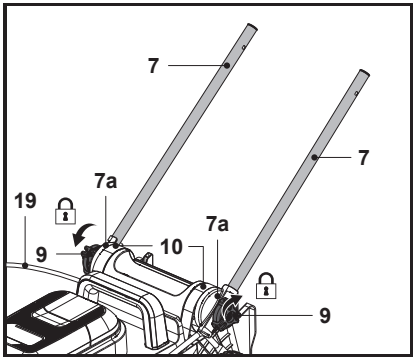

Fig. 2
3. Aligner la plaque de réglage (7a) sur le support de guidon (10), puis fixer le guidon inférieur (7) en serrant le bouton de serrage (9) (Fig. 2).
4. Répéter les étapes d'assemblage ci-dessus sur l'autre guidon inférieur (7).
5. S'assurer que le cordon de commande (19) passe sur la partie supérieure du guidon inférieur (7).